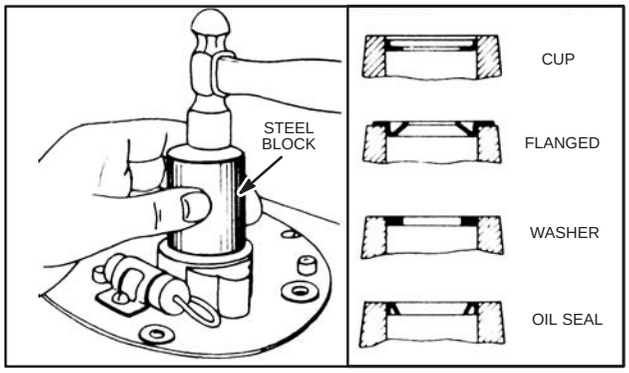

Fig. 911 – BEARING OIL RETAINERS
The bearing oil retainer rings consist of four (4) types: (1) Flange Type, (2) Cup Type, (3) Washer Type, and (4) Oil Seal, Fig. 911.
The oil seal is assembled with the sharp edge of the leather or rubber down toward the inside of the engine. Rub leather oil seal with "Lubriplate" or equivalent before assembling. Place the retainer ring in the counterbore and either press or drive it into place. Tool #19156 (NLA) can be used where the retainer ring is driven flush, Fig. 911. There should be be an air gap of .010" between the cup type and the flange type and the crankshaft journal. If not, file the retainer ring. Do not file the washer type.